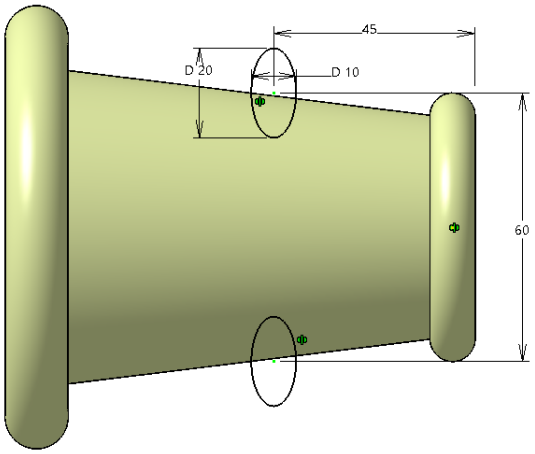

Figure 17-87 *Sketch of the second surface feature*
2. Create the sketch of the second surface feature, as shown in Figure 17-87.